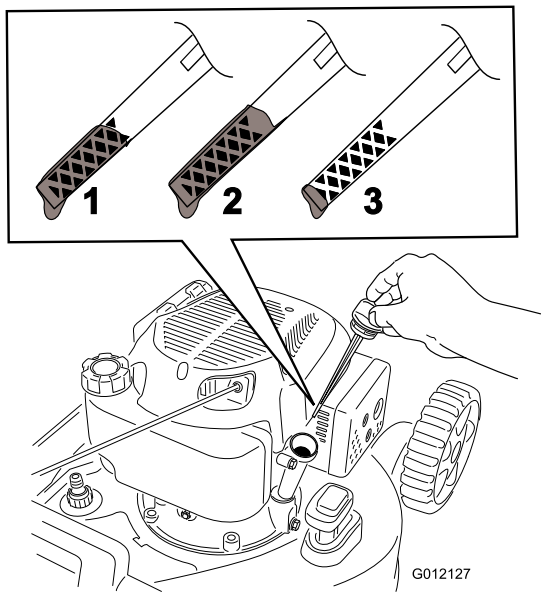

Figur 8
5. Information om rätt oljenivå på oljestickan finns i Figur 8).
Obs: Fyll på olja i vevhuset tills oljestickan visar rätt oljenivå enligt Figur 8. Om du fyller på för mycket olja i motorn tar du bort överflödig olja så som beskrivs i Byta ut motoroljan.